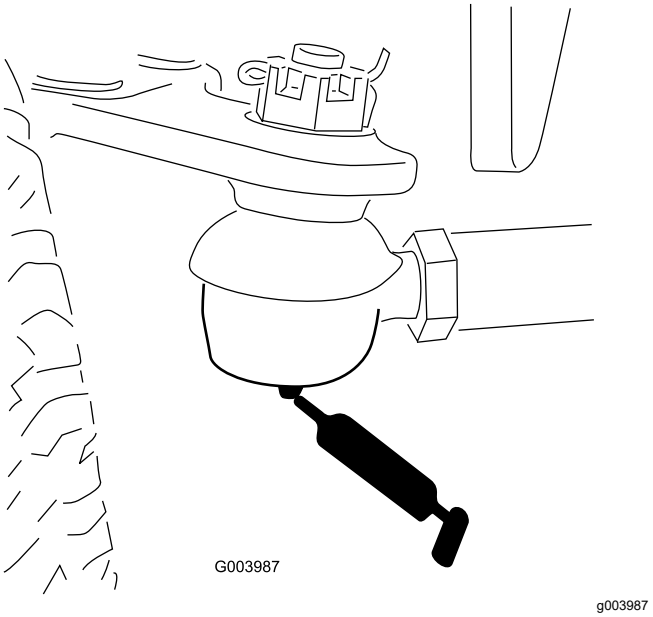

Figuur 74
- Trekstang van achteras (2) (Figuur 74)